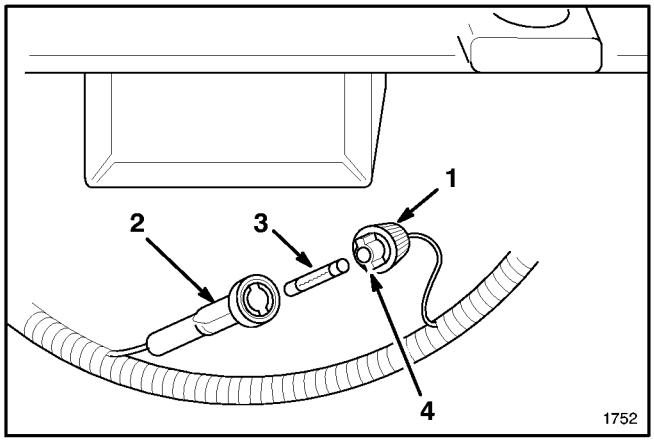

**Abbildung 28**
**1.** Die beiden Hälften der Sicherungshalterung gegeneinander drücken. Die Kappe der Sicherungshalterung drehen und die Sicherungshalterung öffnen (Abb. 28).